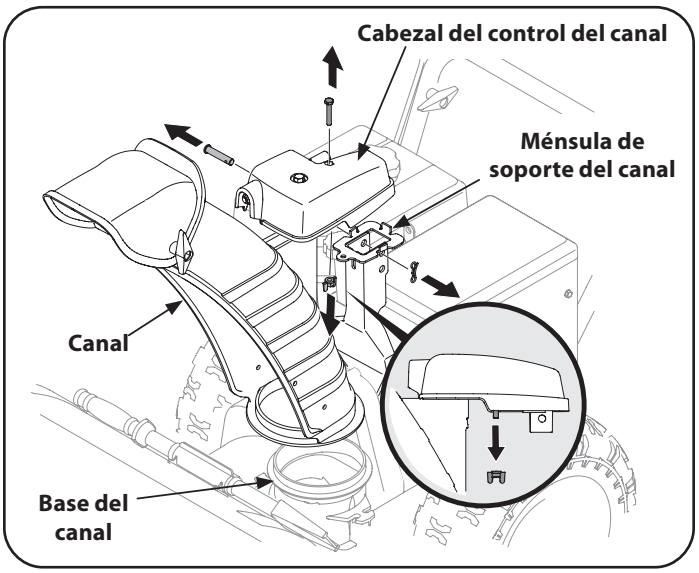

Figura 13
1. Retire la tuerca de mariposa (a) y el tornillo hexagonal del cabezal de control del canal, y el pasador de horquilla y el pasador de chaveta de la ménsula de soporte del canal. Ubique el conjunto del canal (mirando hacia adelante) sobre la base del canal. Consulte Figura 13.